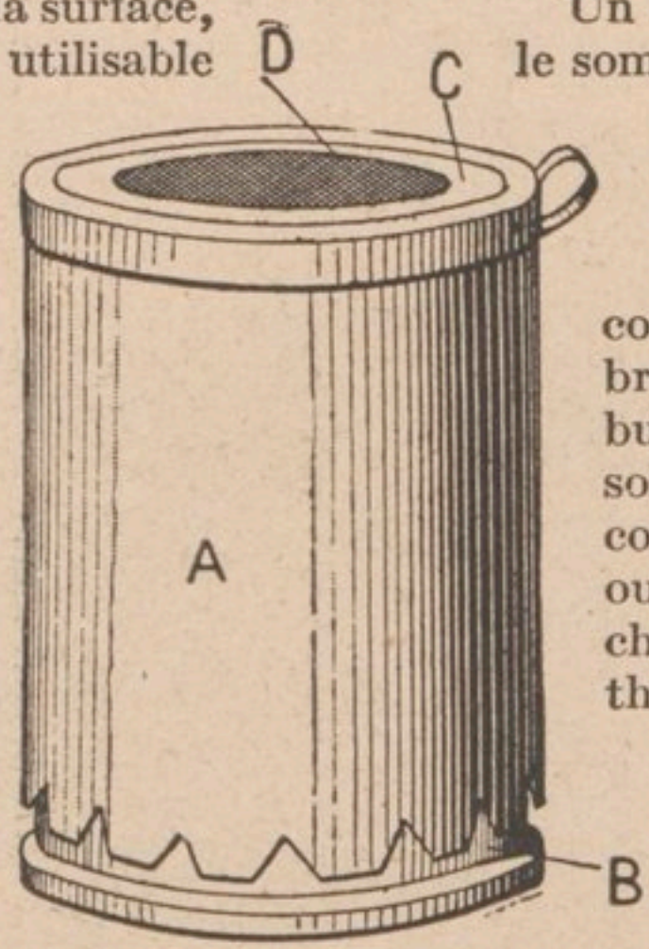

FIG. 8. — RÉCHAUD DE M. CHEVALLIER-APPERT
M. Chevallier-Appert a construit un réchaud pouvant brûler l'alcool ou les hydrocarbures liquides ainsi que l'alcool solidifié. Au-dessus du récipient contenant le combustible liquide ou solide est placée une sorte de cheminée-cylindre, dite de « Berthelot », constituant le corps de l'appareil, et qui, tout en servant pour le tirage, empêche le vent d'avoir prise sur la flamme ; elle permet, par conséquent, de se servir de l'appareil en plein air. Une boîte de conserve (ou tout récipient culinaire de forme appropriée) peut être logée dans cette cheminée où elle s'échauffera vite. Le sommet est fermé par un couvercle dont le milieu, de préférence incurvé, est perforé, comme une passoire, ou garni d'une toile métallique formant tamis et pouvant supporter les petits objets à chauffer. Il protège l'intérieur de la cheminée où la chaleur se concentre mieux ; il peut aussi servir de filtre à café ou pour toute autre infusion. On le remplit alors de café moulu et on verse dessus l'eau que l'on a fait chauffer dans la boîte de conserve après que celle-ci a été convenablement vidée (fig. 8).